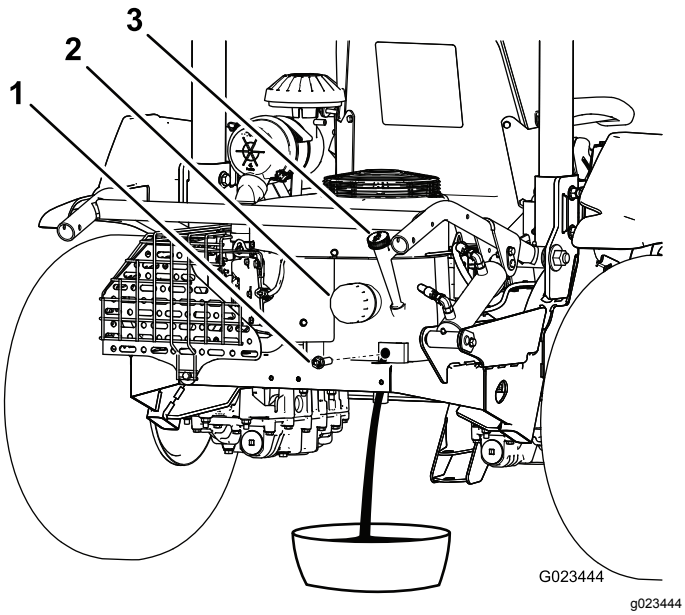

Рисунок 39
3. Удалите пробку сливного отверстия (Рисунок 39) и слейте масло в подходящую емкость. Когда масло перестанет течь, установите пробку сливного отверстия на место.